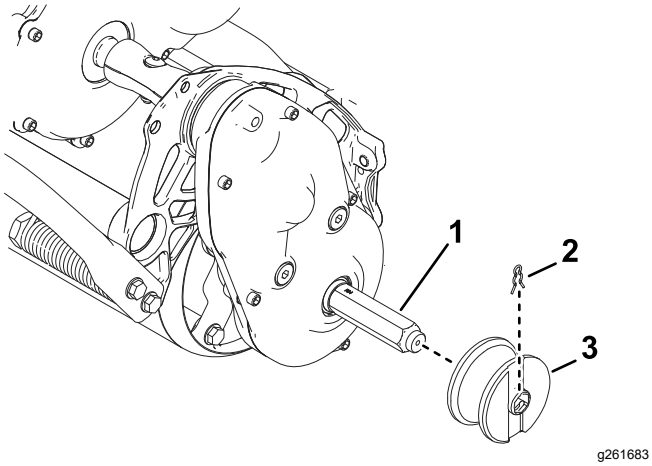

**Figuur 29**
- **Railset:** Monteer de railwielen op de zeskantige assen (Figuur 29).